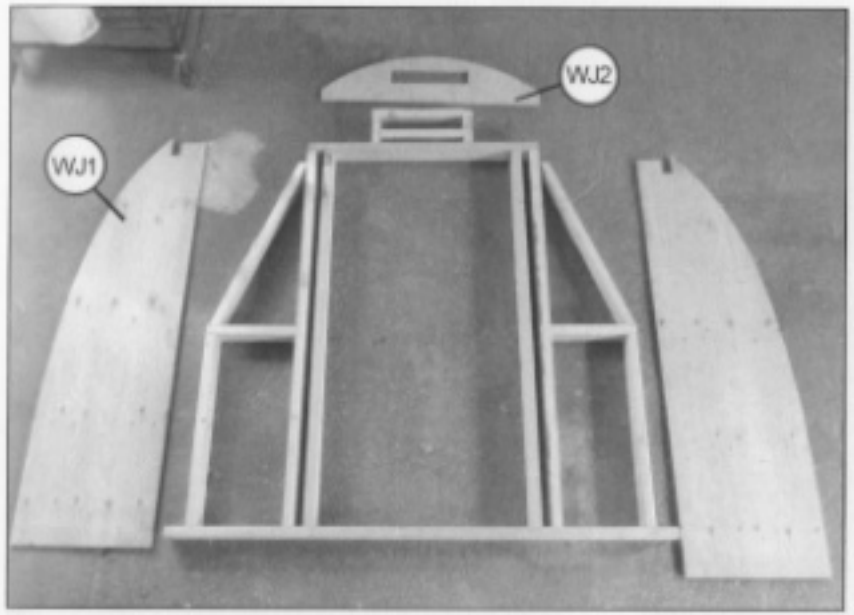

Figure 2. Front wall frame with pre-cut exterior wall panels WJ1 and WJ2
(1) Cut the framing pieces on a miter saw referencing the measurements on the previous page.
(2) Fasten the pieces together using 3" exterior deck screws or nails.
(3) Cut out the interior and exterior wall paneling (WJ1 and WJ2 in **fig. 2**) using a jigsaw and a circular saw (see dimensions for wall patterns on pages 58–59).